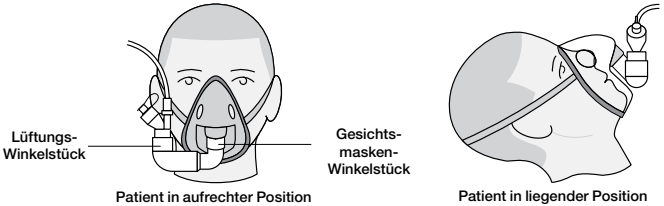
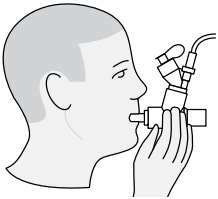

Abbildung 13. Anschluss an eine Maske
Abbildung 14. Anschluss an ein Mundstück
Hinweis: Abbildung 13, Abbildung 14 und Abbildung 15 zeigen den Einsatz weiterer Zubehörteile.
2. Das Lüftungs-Winkelstück entsprechend der Position des Patienten ausrichten (Abbildung 13).
Bei der Verwendung eines Mundstücks den Vernebler an das T-Stück anschließen und dann das T-Stück mit dem Mundstück verbinden, indem die beiden Teile fest zusammengedrückt werden (Abbildung 14).
Warnhinweis: Der Vernebler muss immer vertikal ausgerichtet sein, um eine ordnungsgemäße Vernebelung zu gewährleisten (Abbildung 13 und Abbildung 14).